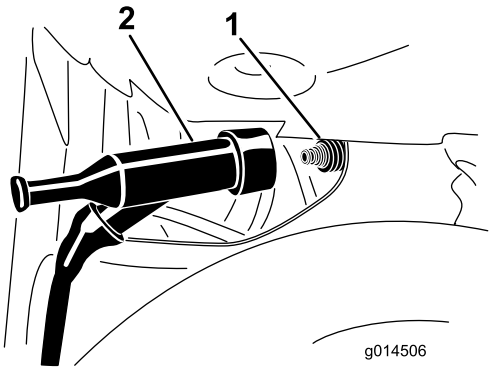

Figure 53
3. Débranchez le fil de la borne de la bougie (Figure 53).
4. Poussez le fil sur la borne de la bougie (Figure 53).